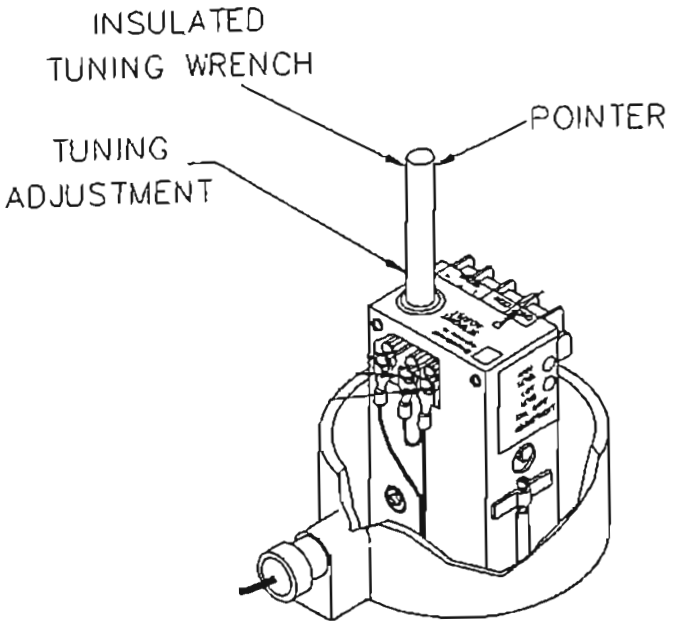
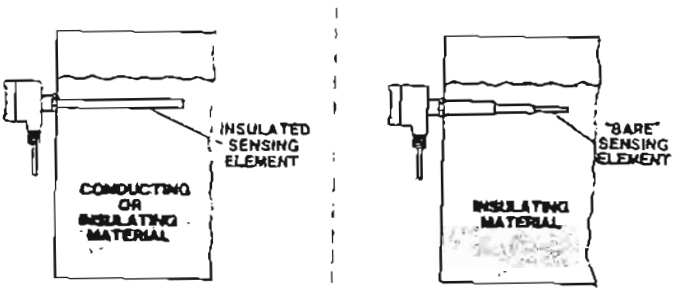

Fig. 5-5
Fig. 5-7
B. Using the insulated tool supplied with the instrument, turn the setpoint adjustment to the full counterclockwise (CCW) position. See Figure 5-5.
C. Turn the adjustment slowly clockwise (CW) unit the LED just changes states.
E. Increase the material level until it is well above the sensing element. See Figure 5-7.